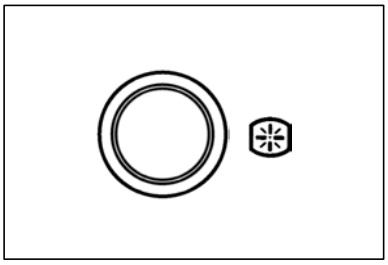

fig. 9
2. En même temps, appuyez sur le bouton d'allumage électronique (fig. 9) pour obtenir des étincelles. Maintenez le bouton enfoncé jusqu'à apparition de la flamme (une étincelle se produit environ toutes les secondes).